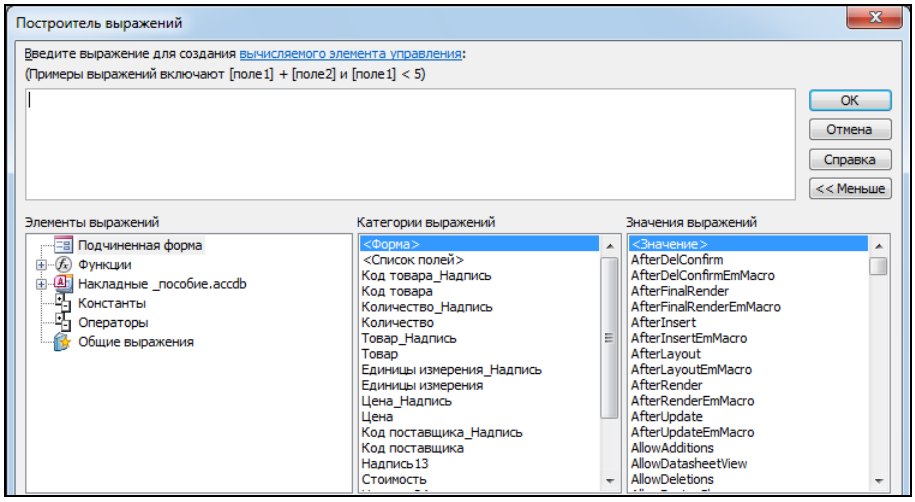

Рис. 3.30. Поля многотабличной формы
7. В разделе *Элементы выражений* двойным щелчком раскрывается раздел *Подчиненная форма*. В разделе *Категории выражений* отобразятся все объекты, расположенные на подчиненной форме (рис. 3.30).